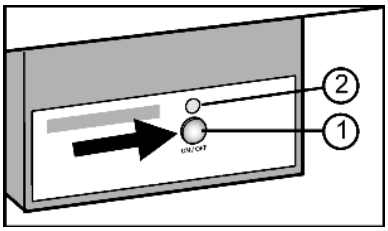

Fig. 14
- ▶ Нажмите и удерживайте кнопку On/Off *Fig. 14 (1)* так, чтобы светодиод *Fig. 14 (2)* загорелся.